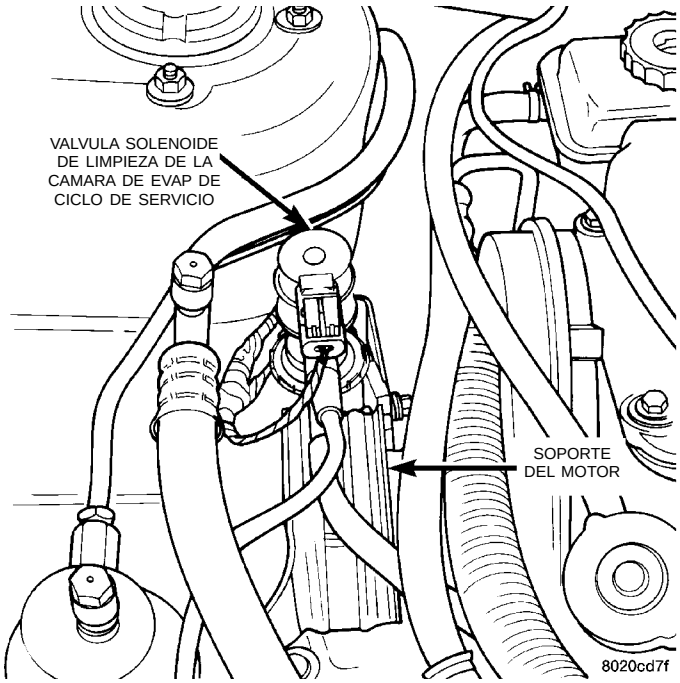

Fig. 39 Solenoide de limpieza de ciclo de servicio
(10) Inspeccione las conexiones eléctricas y de mangueras del solenoide de limpieza de ciclo de servicio (Fig. 39).